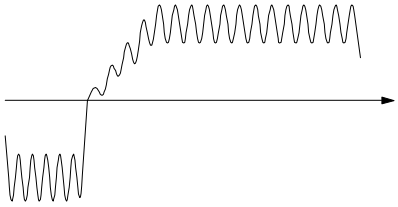

Figura 3
4. Ricollegare le alimentazioni, abilitare il convertitore e dare la MARCIA. Osservare la forma d'onda della corrente cambiando la polarità del segnale di Richiesta di Corrente (variando il riferimento di velocità). Ad ogni cambio di polarità la corrente dovrà aumentare rapidamente (ma senza picchi) fino ad un livello costante. Se necessario, regolare leggermente P6 e P7 fino ad ottenere una prestazione soddisfacente, la più rapida possibile senza picchi, come mostrato in Figura 3.